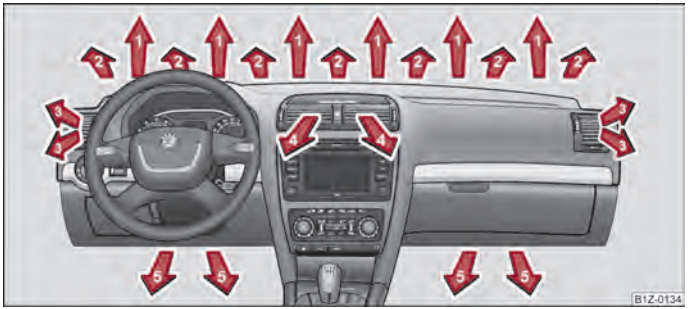
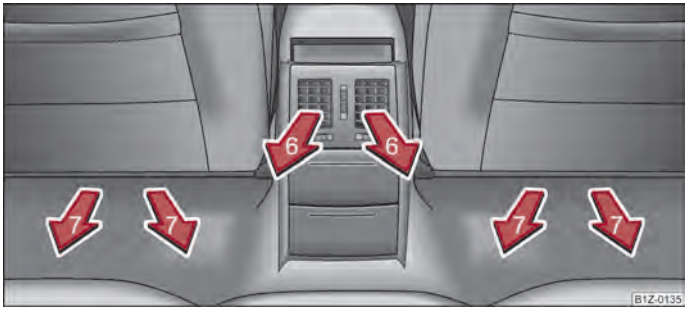

Fig. 91 Air vents at the front
Fig. 92 Air vents at the rear
The air outlet vents **3**, **4** ⇒ fig. 91 and **6** ⇒ fig. 92 can be closed and opened individually.
- Air outlet vents **3** ⇒ fig. 91.
- We recommend that you leave the air outlet vents **4** ⇒ fig. 91 in the opened position.